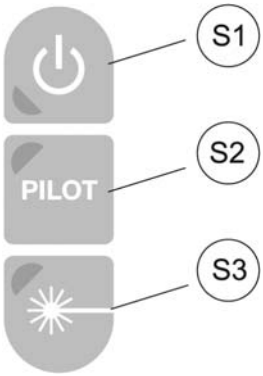

Fig. 6.24 Panneau de commande pour l'activation
L'activation du rayon laser témoin s'effectue au moyen de la touche « TEMOIN » (S2, fig. 6.24).
Lorsque le laser est activé par pression de la touche « LASER READY » (S3, fig. 6.24), le rayon témoin rouge s'active alors automatiquement. La lampe témoin jaune sur la touche S2 signale que le rayon laser témoin est actif.
Afin de rendre le laser témoin plus visible, un mode clignotant peut être sélectionné. A cet effet, appuyer sur la touche S2, fig. 6.24, pendant plus de 4 s. Le laser témoin clignote à une fréquence d'environ 5 Hz, ce qui augmente le contraste, et donc le laser témoin devient plus visible. Pour passer au mode continu, c'est-à-dire pour désactiver le clignotement, appuyer de nouveau sur la touche S2, fig. 6.24, pendant plus de 4 s.
- Commuter le laser en mode opérationnel pressant la touche « **LASER READY** » (S3, fig. 6.24). Le pavé de touches apparaît maintenant sur fond jaune.